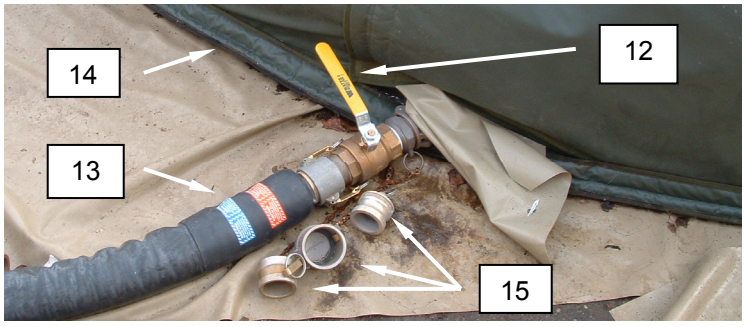

Figure 12. Prepare the 3000 Graywater Tank for Movement.
4. Close valve at graywater collection bag shutoff valve **(Figure 12, Item 12)**.
5. Disconnect graywater hose **(Figure 12, Item 13)** from water service panel.
7. Disconnect graywater hose **(Figure 12, Item 13)** from shutoff valve **(Figure 12, Item 12)**.
8. Disconnect graywater collection bag shutoff valve **(Figure 12, Item 12)** from connection on graywater collection tank **(Figure 12, Item 14)** and set aside.
9. Install dust caps and plugs **(Figure 12, Item 15)** and coil hose neatly.
10. If insulated tank cover is fitted as shown in Figure 12, remove at this time.